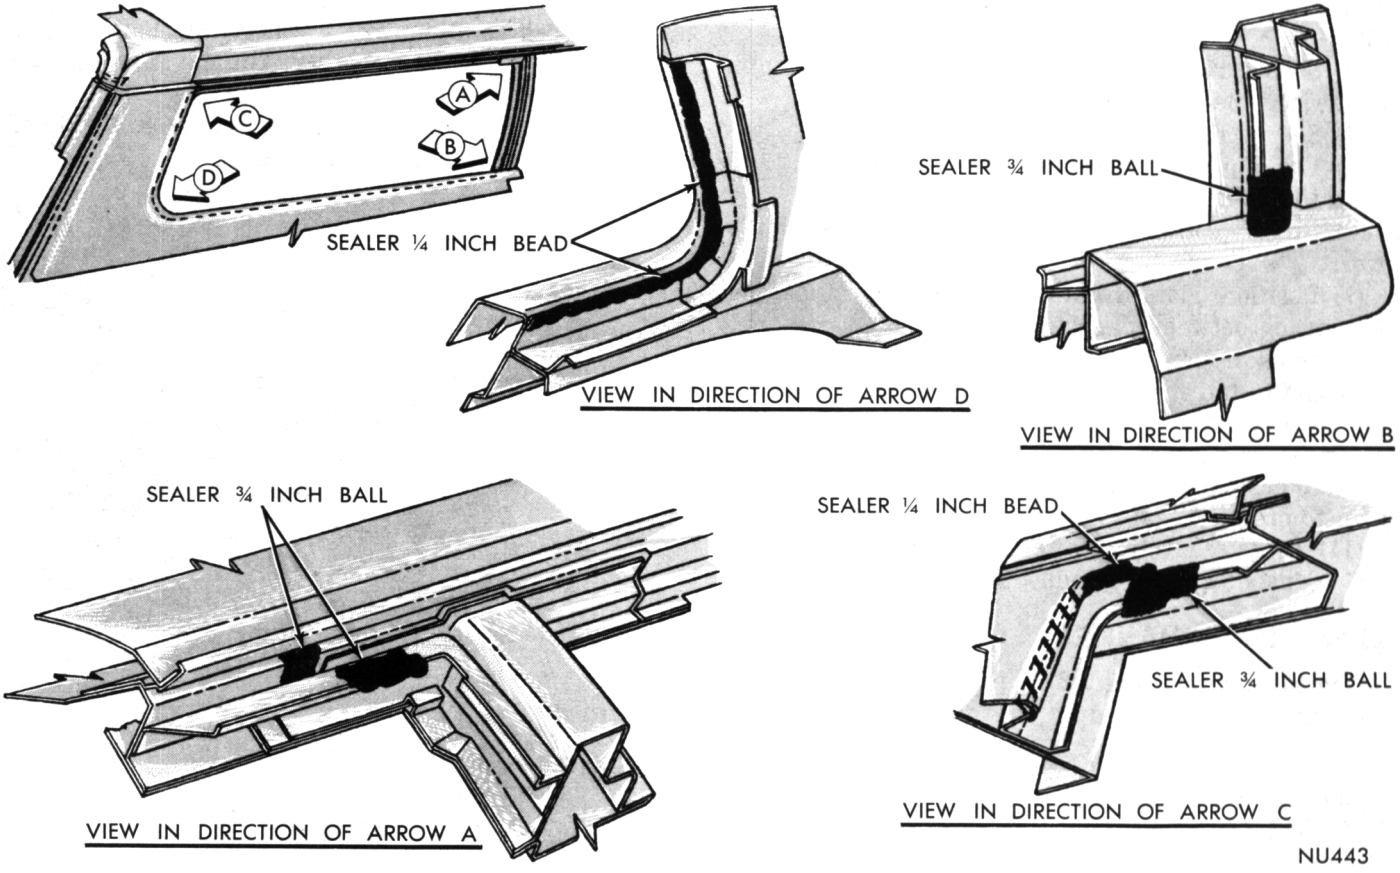

Fig. 76—Quarter Window Sealing Areas
(1) Inspect sealing areas of quarter window to ascertain sealer is applied at areas indicated in Figure 76.